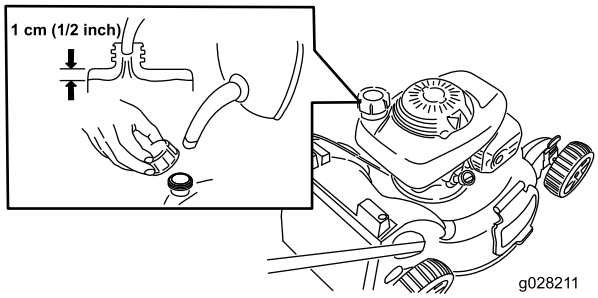

Figuur 15
1. Reinig de omgeving van de tankdop en verwijder de dop van de tank (Figuur 15).